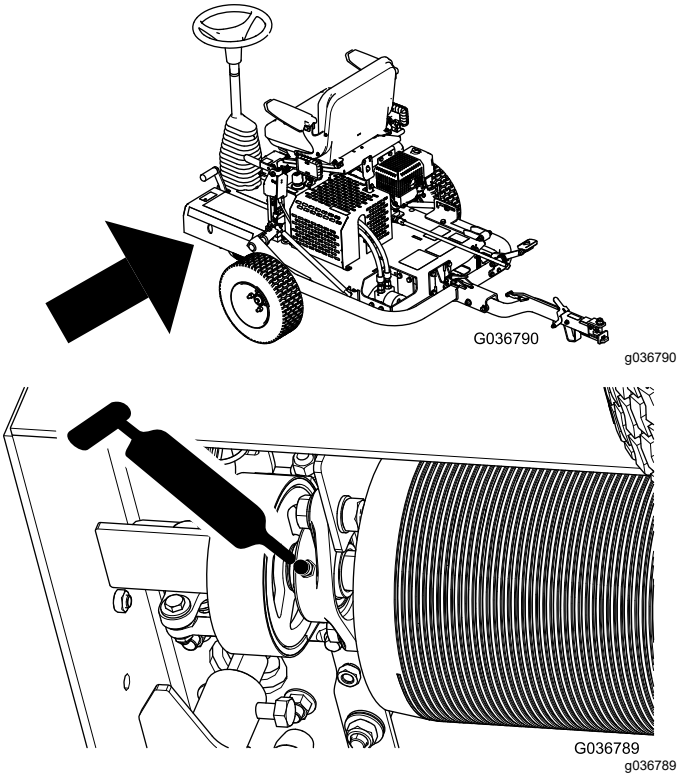

Figura 26
3. Pompate il grasso nel raccordo di ingrassaggio, come illustrato nella Figura 26.